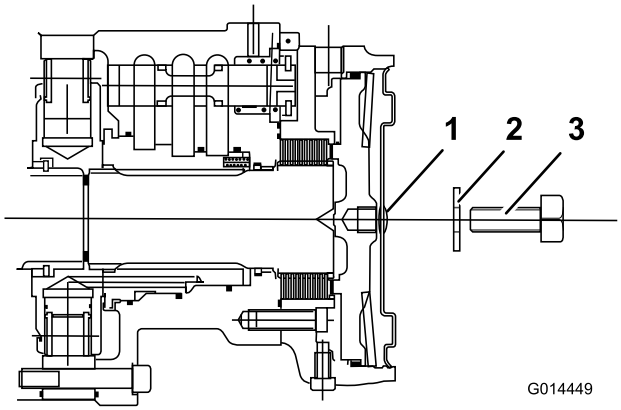

Figur 63
4. Monter en M12 x 40 mm lang sætskrue med skive gennem hullet i midten af motorens endeplade (Figur 63).
5. Stram sætskruen ind i bremsestemplets gevindskårne hul, indtil bremsen udløses (Figur 63).
6. Find motorskivebremsesamlingen på venstre forhjul, og gentag den foregående procedure (Figur 63).